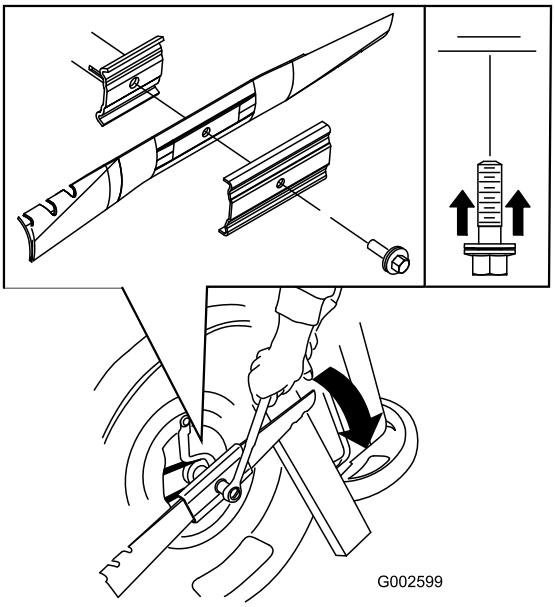

Figur 30
5. Monter den nye kniven (drei knivbolten med urviseren) ved hjelp av skruene og mutterene du sparte (Figur 30).